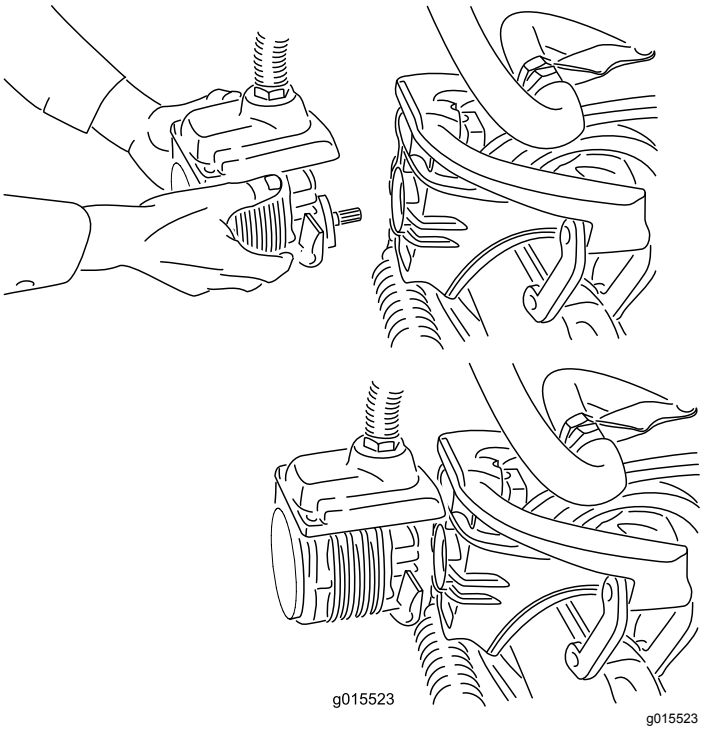

Rysunek 40
4. Umieść silnik w magazynku znajdującym się z przodu ramienia podwieszonego (Rysunek 40).